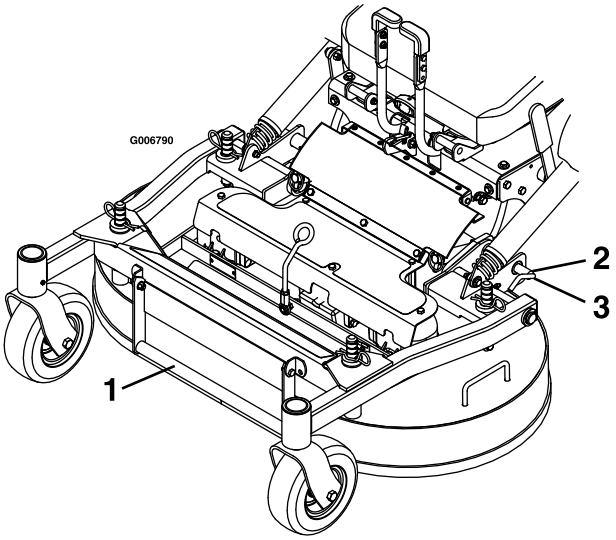

Figuur 21
5. Maak de borgpennen van het maaidek los aan beide kanten (Figuur 21).
4. Duw de borgpennen van het maaidek naar binnen en draai ze naar voren om het maaidek goed vast te zetten in de onderste stand (Figuur 21).